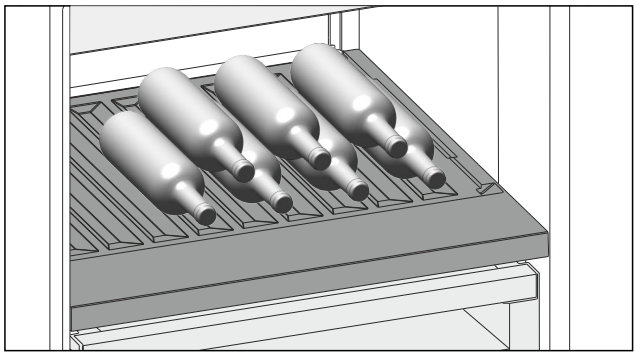

Fig. 181 Représentation à titre d'exemple
▶ Placer les bouteilles avec le fond orienté vers la paroi arrière de l'appareil. (voir Fig. 181)